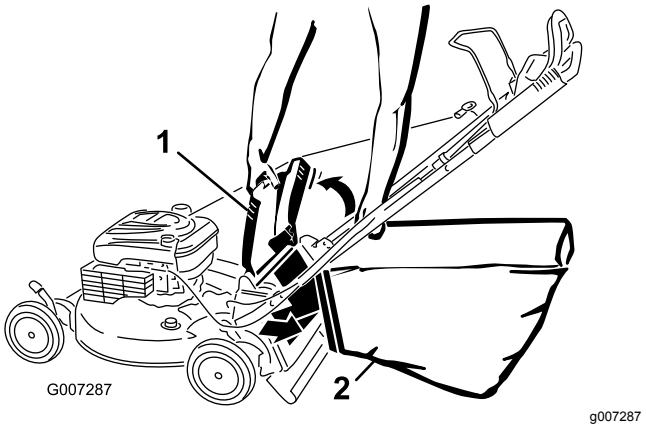

Figur 24
4. Heng øvre, fremre kant av posen på hakkene (Figur 24).